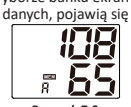

Rysunek 7-3
c. Po wyborze banku ekran wyświetli średnią z trzech ostatnich wyników. Zobacz rys. 7-3 i 7-4. Jeśli brak danych, pojawią się kreski jak na rys. 7-5.